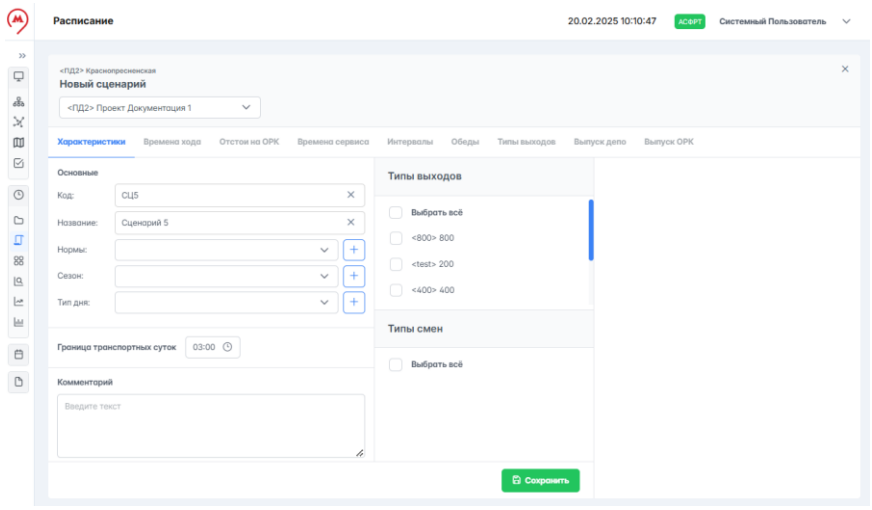

Рисунок 152 – Создание сценария внутри проекта
2. Нажать + на панели управления сценариев текущего проекта, произойдёт переход на страницу "Сценарии" и отроется окно "<<Код текущего проекта>><Название проекта> Новый сценарий" (рисунок 152), вкладка "Характеристики".